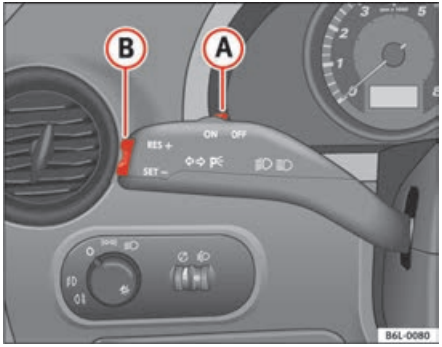

Fig. 109 Turn signal and main beam headlight lever switch and rocker switch for the cruise control
- when the lever (A) is moved in the direction of **OFF** without fully being engaged.
To resume cruise control, release the brake or clutch pedal or reduce the vehicle speed to less than 180 km/h and press once on the upper part of the rocker switch **RES** ⇒ page 144, fig. 109 (B).